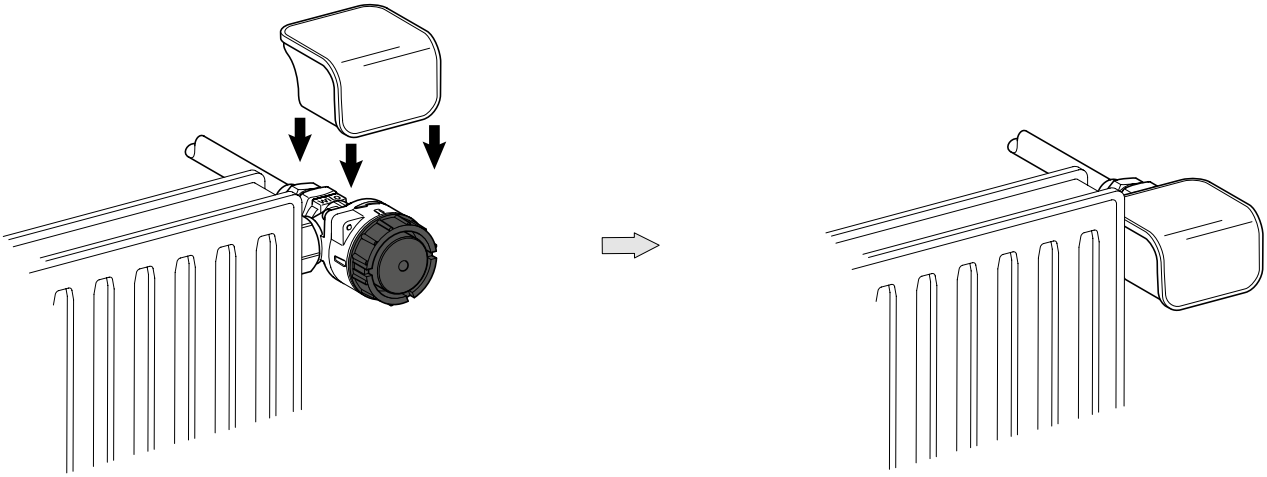

Fig. 18-3: Geniax Design Abdeckung SC für Pumpe/Adapter Set Eck/Winkel (Vorlaufadapter)
- Das Geniax Design Abdeckung SC für Pumpe/Adapter Set Eck bzw. Winkel gemäß Fig. 18-3 auf den jeweiligen Vorlaufadapter aufstecken.